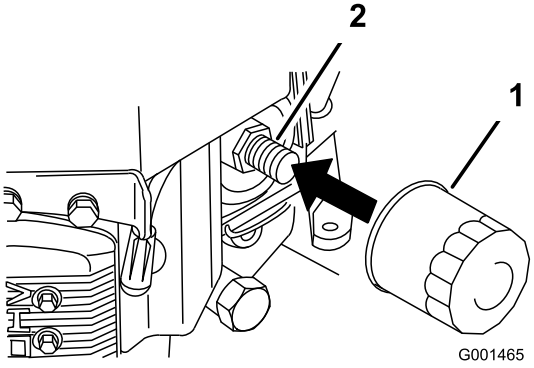

Rysunek 37
2. Usuń stary filtr (Rysunek 37).
3. Nanieś cienką warstwę świeżego oleju na gumową uszczelkę nowego filtra (Rysunek 37).
4. Zamontuj wymienny filtr oleju na adapterze filtra; dokręć filtr zgodnie z ruchem wskazówek zegara do momentu, aż gumowa uszczelka zetknie się z adapterem filtra, a następnie dokręć filtr o dodatkowe 3/4 obrotu (Rysunek 37).